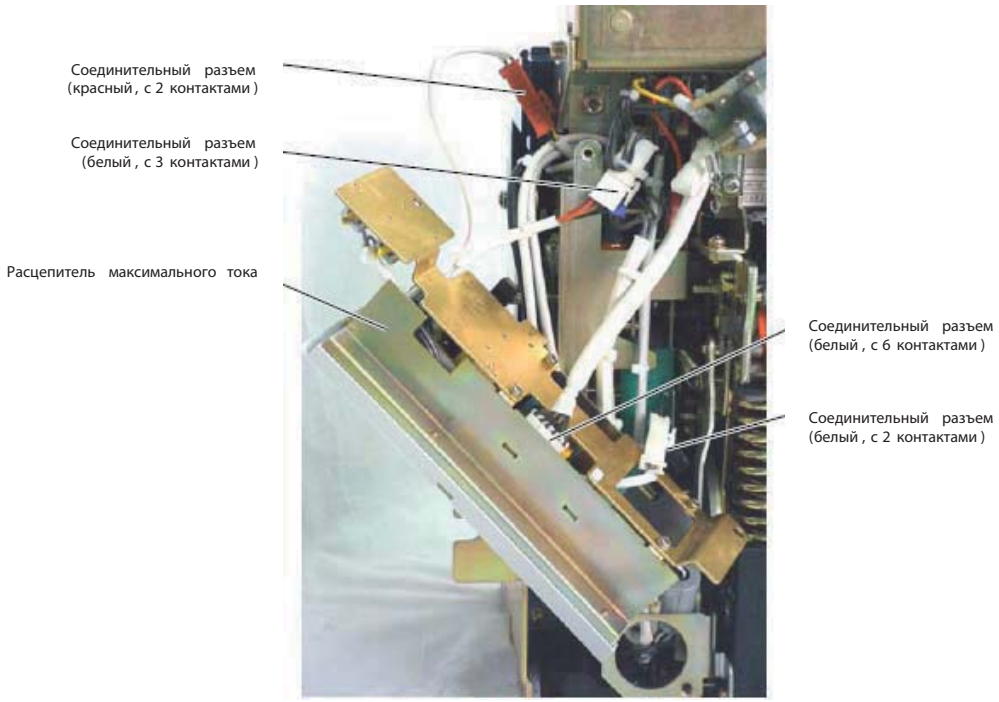

Рис. 57. Отсоединение соединительных разъемов
6) Вытащите расцепитель максимального тока, как показано на рис. 57 и положите его на пол.